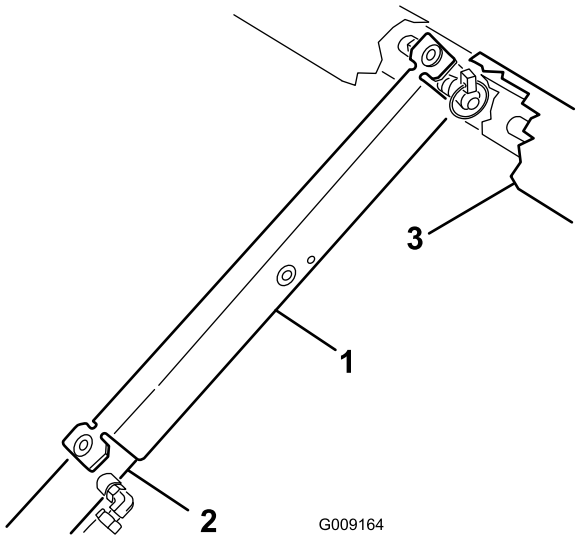

Figur 31
3. Tryck fast flakstödet på cylinderstaven och kontrollera att stödets ändar vilar på cylindertrumman och på cylinderstavens ände (Figur 31).